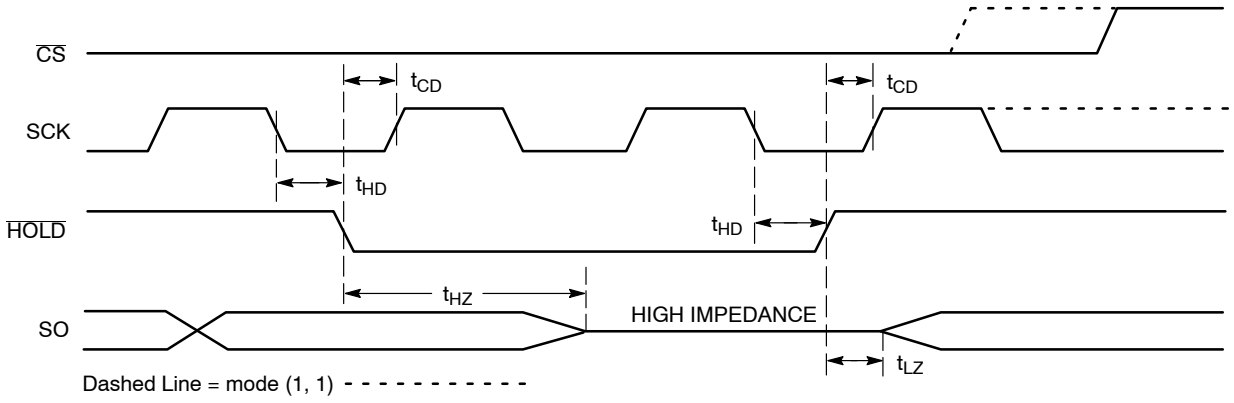

Figure 11. $\overline{HOLD}$ Timing
The $\overline{HOLD}$ input can be used to pause communication between host and CAT25256. To pause, $\overline{HOLD}$ must be taken low while SCK is low (Figure 11). During the hold condition the device must remain selected ($\overline{CS}$ low). During the pause, the data output pin (SO) is tri−stated (high impedance) and SI transitions are ignored. To resume communication, $\overline{HOLD}$ must be taken high while SCK is low.